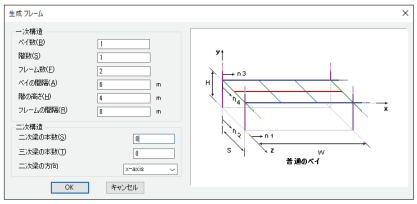

図1　ラーメン生成
a)　ラーメン生成、「ベイ数=1」「階数=1」「フレーム数=2」「ベイの間隔=6m」「階の高さ=4m」「フレームの間隔=8m」（図1）。